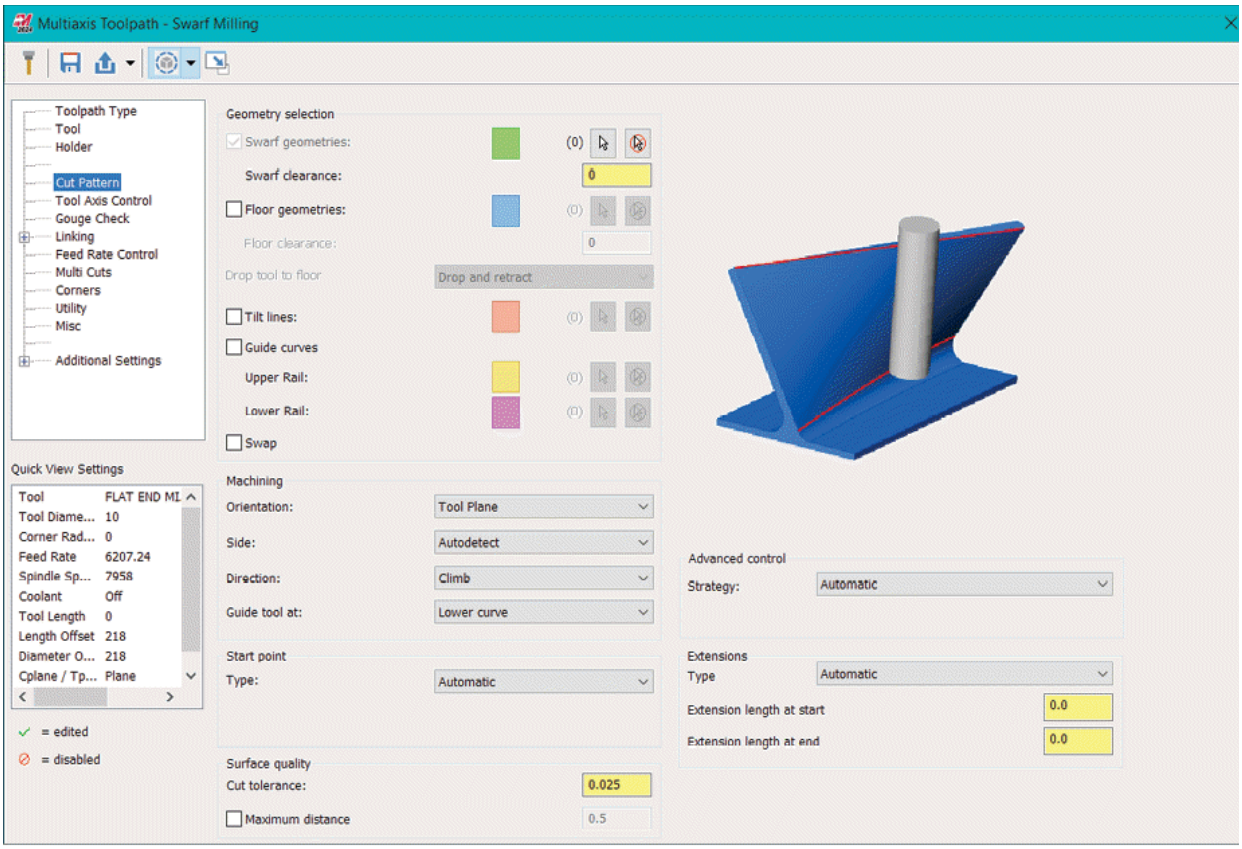

Figure-7. Cut pattern for Multiaxis Toolpath-Swarf Milling dialog box
- Click on the **Cut Pattern** option from the left area to set parameters related to cutting pattern for swarf milling; refer to Figure-7.